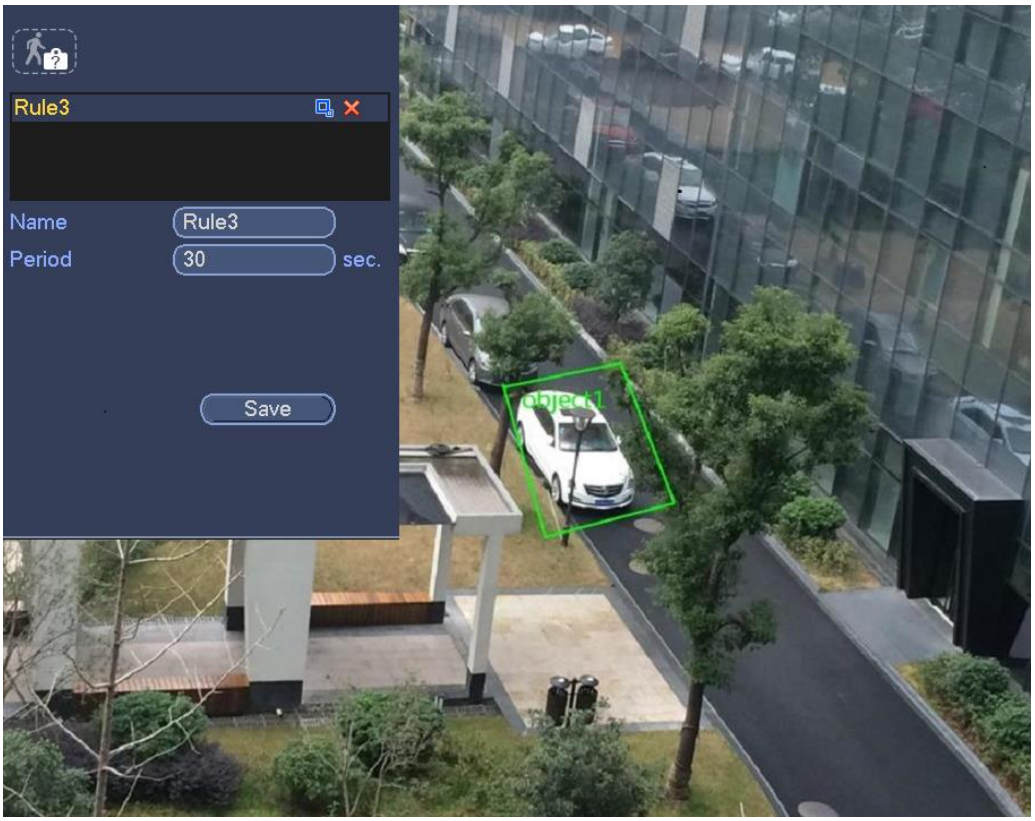

Figure 4-152
1. Click Draw button to draw a zone. See Figure 4-152.